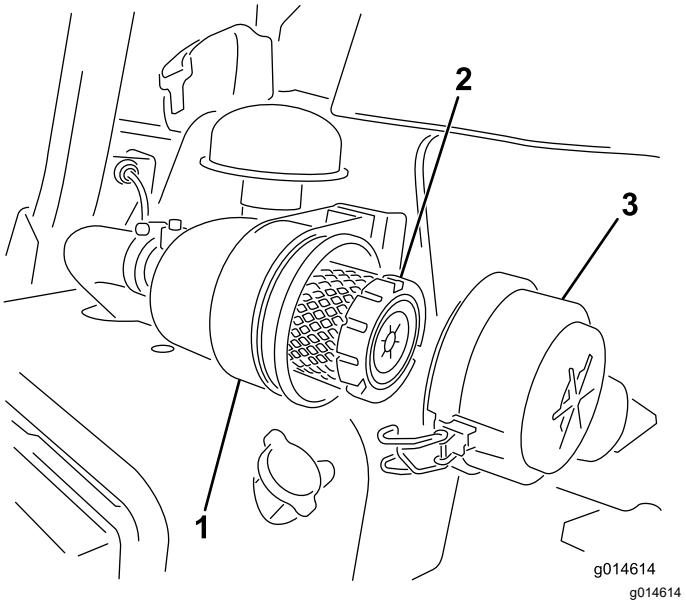

Figur 31
1. Åbn låsene, der fastgør luftfilterdækslet til luftfilterhuset (Figur 31).
7. Fastgør låsene (Figur 31).